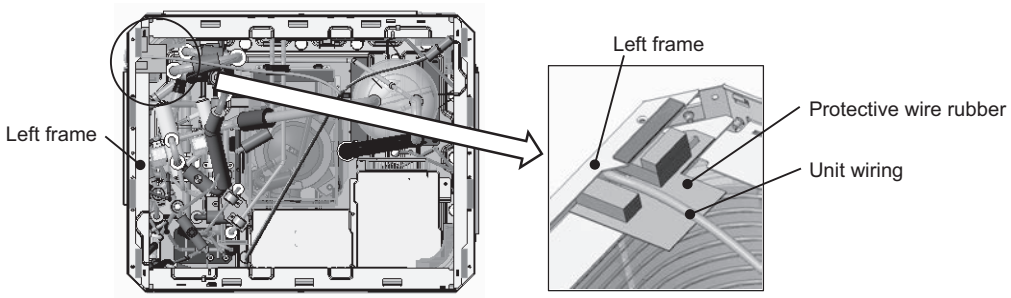

Figure 11
(13) Remove the unit wiring from the left frame (See Figure 11).